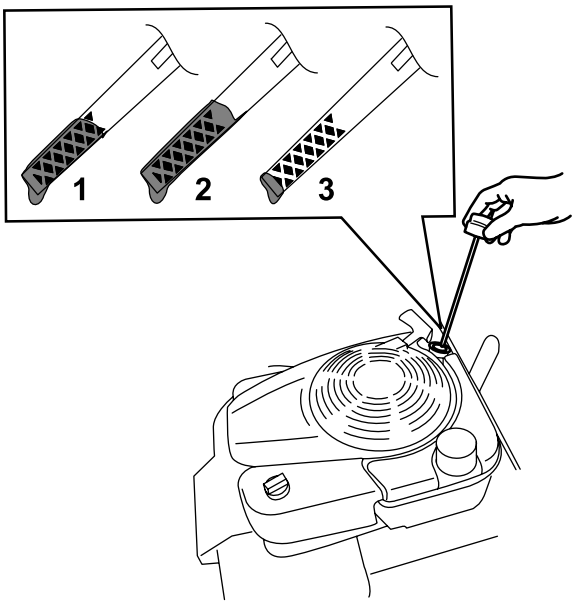

Figur 32
3. Fjern målepinden ved at dreje dækslet mod uret og trække den ud (Figur 32).
10. Aflæs oliestanden på målepinden (Figur 32).